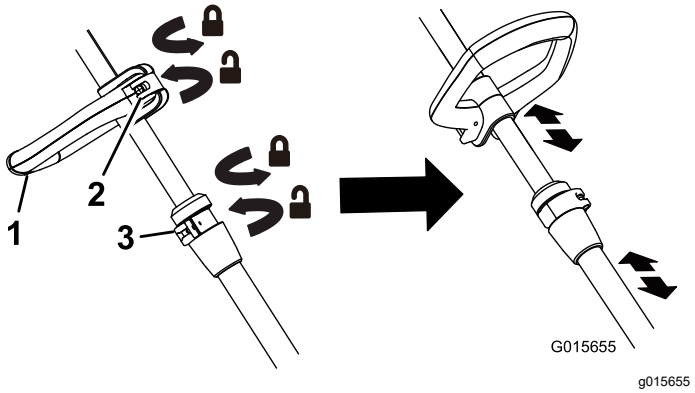

Figura 4
- Para ajustar la altura de la empuñadura auxiliar, abra el pestillo de la empuñadura auxiliar, deslice la empuñadura auxiliar hacia arriba o hacia abajo hasta obtener la altura deseada y sujete la empuñadura en su sitio cerrando el pestillo (Figura 4).
- Para ajustar la altura de la desbrozadora, abra la palanca de ajuste y deslice el mástil hacia arriba o hacia abajo a la altura deseada, luego cierre la palanca (Figura 4).